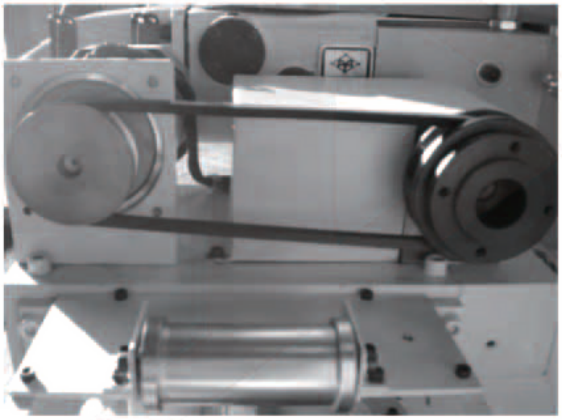

Fig.3d
a. Take off the belt cover of the zipping machine (see **Fig.3d**), and arrange the gap width of the zipping machine's bell pulley. The wider the gap, the slower the spinning speed; the narrower the gap, the faster the spinning speed.